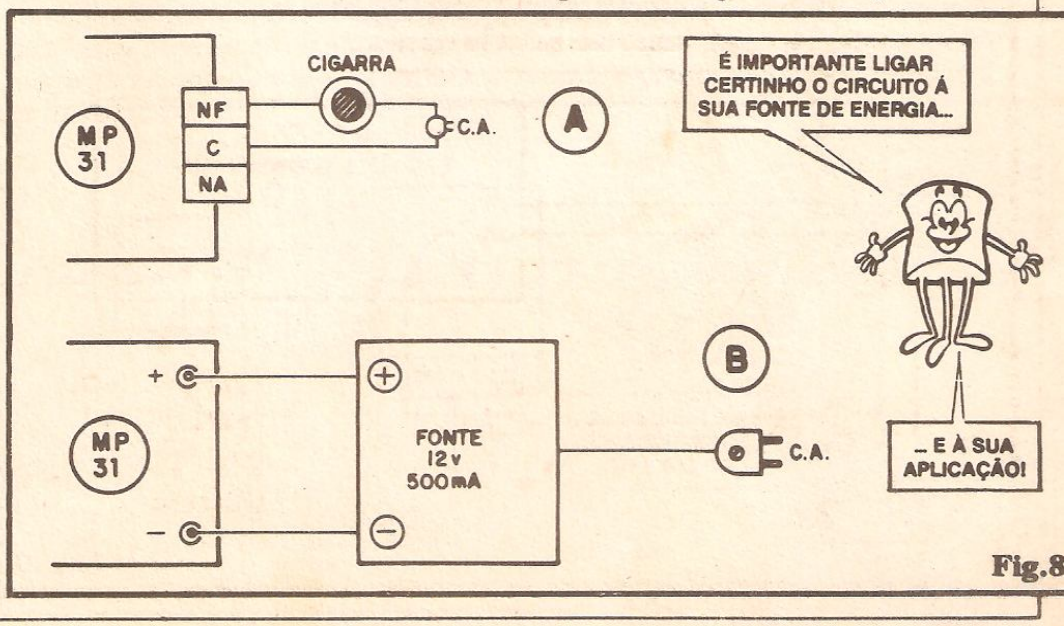

Fig.8
- FIG. 8 - EXEMPLOS DE UTILIZAÇÃO DAS SAÍDAS DA MP-31 - Os contatos de Potência, para utilização do relê, estão to-
dos (os 3) disponíveis através dos conetores NA-C-NF (quem acompanhou com atenção a já distante "Aula" sobre os relês - em ABC nº 4 - **sabe** o que esses códigos querem dizer... Vão "lá", se já tiverem esquecido...). É importante considerar que em situação normal (barreira íntegra), o relê da MP-31 fica **energizado**, portanto o terminal NA estará, nessa condição, **ligado** ao terminal C, e o NF estará **desligado** do terminal C... Assim, para que - por exemplo - uma campainha (cigarra de CA) soe quando a barreira for rompida, devemos utilizar as Saídas NF e C como se fossem os terminais de um interruptor momentâneo para a tal campainha (fig. 8-A). Para funcionamento ininterrupto, convém que o circuito seja energizado por uma fonte ligada à C.A., capaz de fornecer os necessários 12V sob 500mA. A ligação dessa fonte deve ser feita conforme diagrama 8-B... Em aplicações automotivas (já falamos a respeito...) obviamente que os 12 VCC da bateria do carro podem ser diretamente aproveitados na alimentação do circuito, sem problemas...